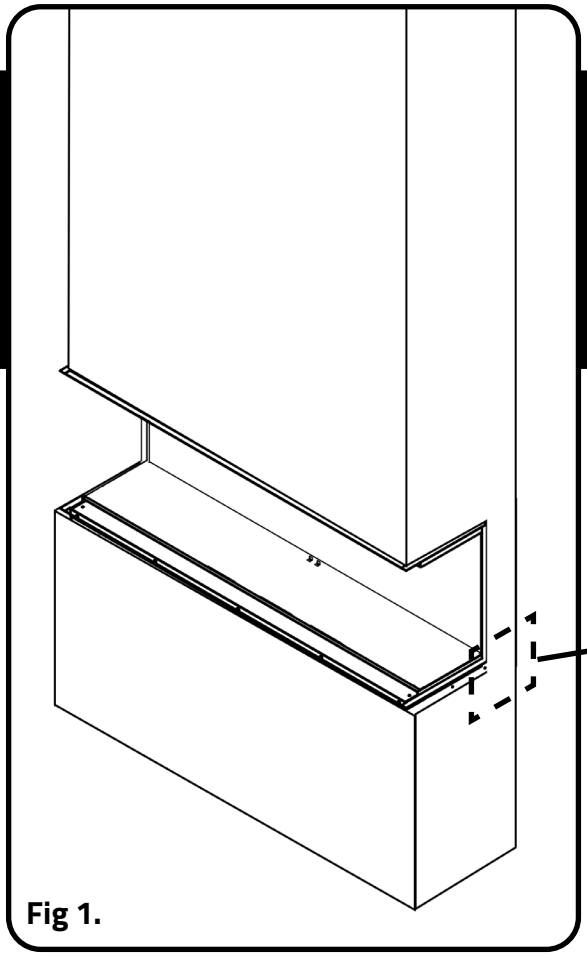

Fig 1.
**Fig 1** indicates where the power cord will connect to the appliance in relation to a standard chimney breast installation. You can use this as a guide to create your access panel.